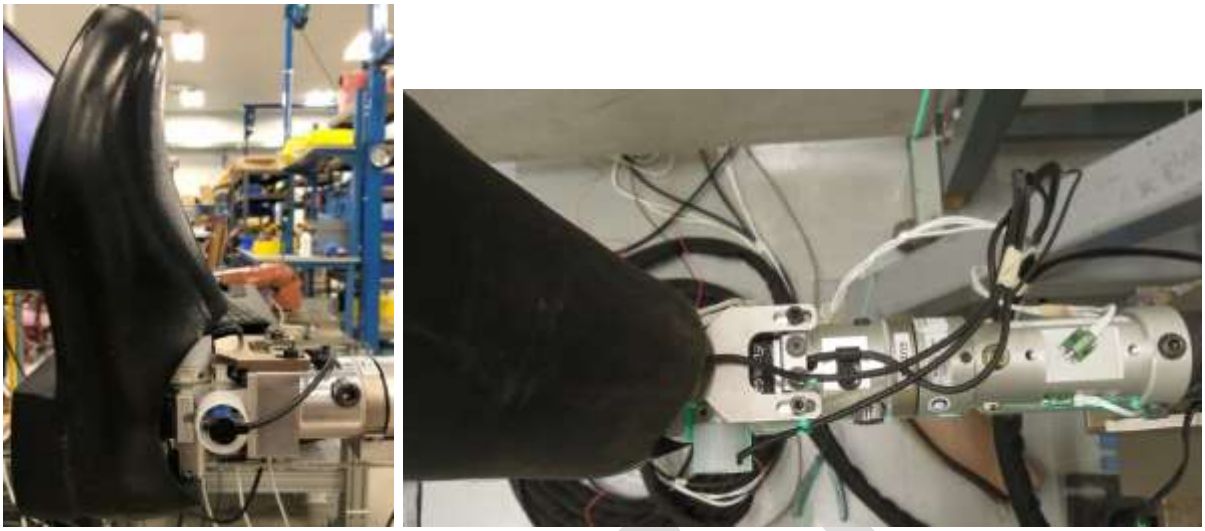

Figure 11-4. Install external positioning bracket for heel impact test.
11.5.4 Using the zero offset values collected in Section **Error! Reference source not found.**, orient the foot at 0° ± 0.5° dorsiflexion/plantarflexion and inversion/eversion and Z-axis rotation. Use the external positioning bracket (TLX-9000-016M) to hold the ankle in the proper orientation (Figure 11-4).